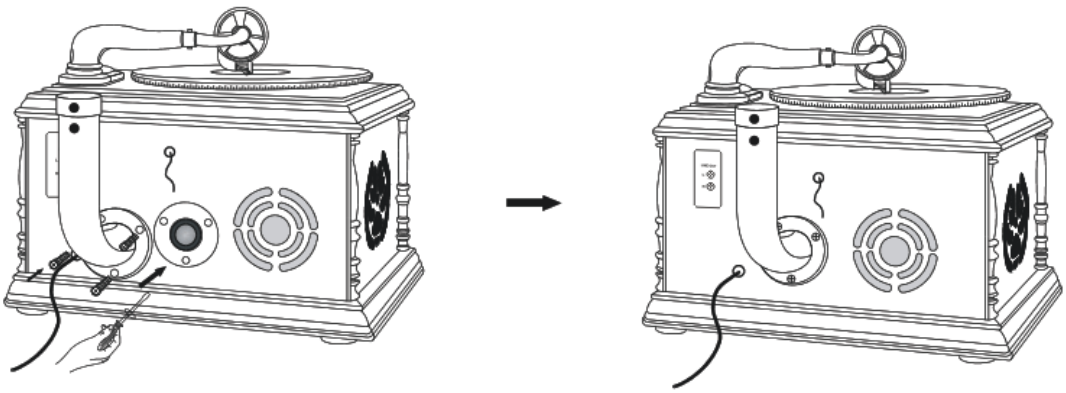

Fig5 Fig6
4.) Look at Fig5. Put the TR-W102U host cabinet flat on the table. Line the holes on the bottom tube(D) up as shown with the holes on the cabinet so that the open end of the tubing face upwards. Rotate three screws C(G) clockwise into the holes. Tighten with a Philip s head screwdriver.